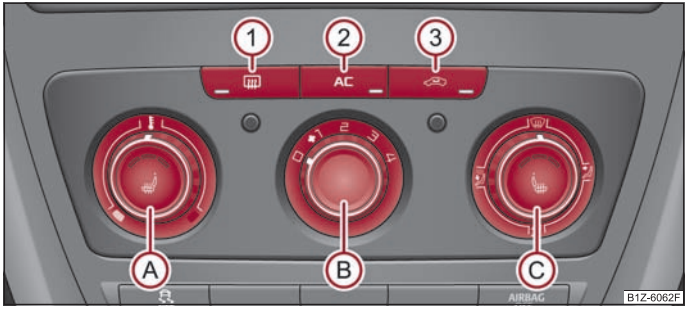

Fig. 82 Climatic : organes de commande
Le refroidissement ne fonctionne que si la touche [AC] ⇒ fig. 82 (2) est enfoncée et les conditions ci-après remplies:
– Faites tourner le régulateur rotatif (A) ⇒ fig. 82 vers la droite pour augmenter la température.
– Faites tourner le régulateur rotatif (A) vers la gauche pour abaisser la température.
– Appuyez sur la touche AC (2) ⇒ page 76, fig. 82. Le témoin s'allume dans la touche.
– Appuyez sur la touche (3) ⇒ page 76, fig. 82, le témoin s'allume dans la touche.
La circulation d'air de recyclage s'arrête automatiquement si l'on met le régulateur de diffusion d'air (C) sur la position ⇒ page 76, fig. 82 Un appui répété sur la touche permet de réenclencher le recyclage de l'air dans cette position également.